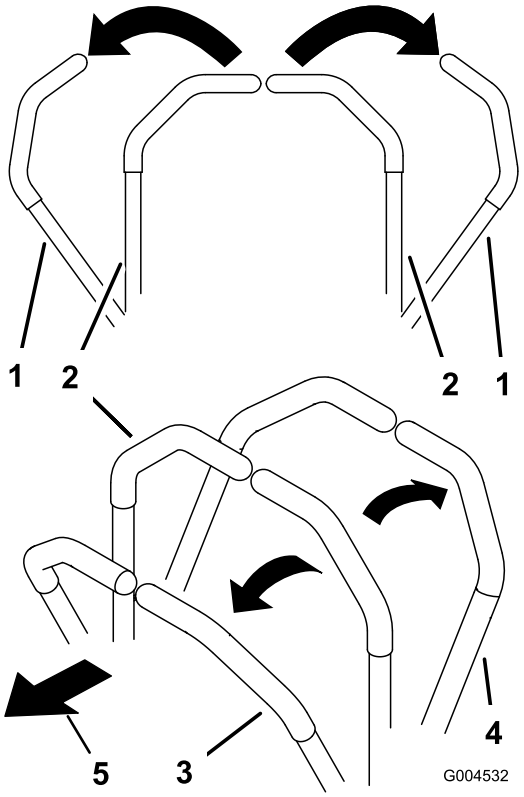

Rysunek 18
3. Aby jechać do przodu, powoli przesuń do przodu dźwignie kierowania (Rysunek 18).
Aby jechać prosto, z jednakową siłą naciśnij obie dźwignie kierowania (Rysunek 18).
Aby skręcić, przesuń dźwignię kierowania w stronę położenia neutralnego dla kierunku, w który chcesz skręcić (Rysunek 18).
2. Aby jechać do tyłu, powoli przesuń dźwignie kierowania do tyłu (Rysunek 18).
Aby skręcić, zwolnij nacisk na dźwignię kierowania dla kierunku, w który chcesz skręcić (Rysunek 18).